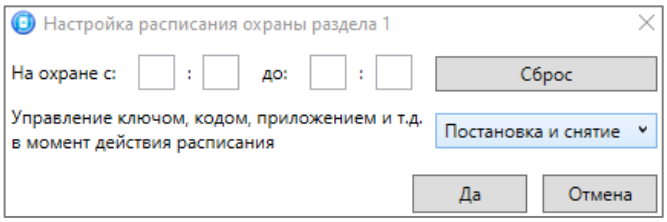

Рисунок 4.35 – Настройка расписания охраны раздела
- *Расписание:* позволяет установить интервал времени, в течение которого раздел должен находиться на охране (возможно задать не только интервал времени, но и указать только начало периода или только его конец). Персоналу объекта может быть как предоставлена возможность управлять режимом охраны раздела вручную в период действия расписания, так и запрещены любые изменения режима охраны раздела (см. рисунок 4.35).